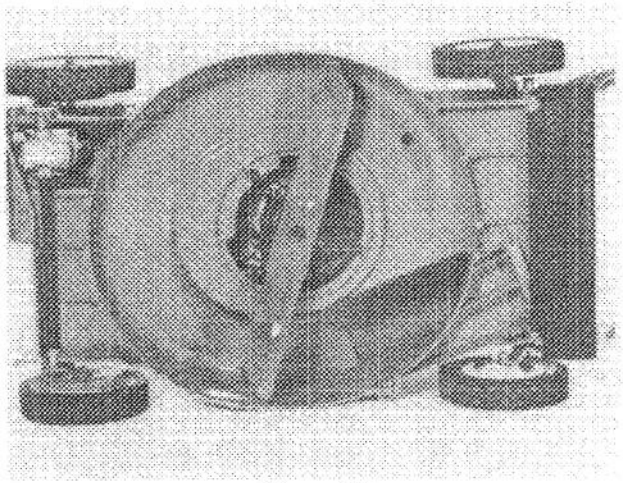

Figure 34
3. Tip mower on its right side (Fig. 34), which is opposite its spark plug side, and allow it to remain tipped for a short time. Avoid rotating the blade when mower is tipped because starting problems may result.